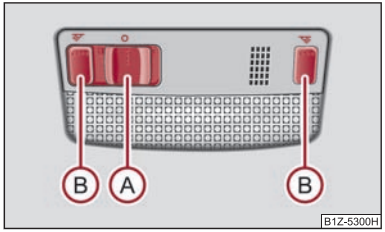

Fig. 39 Eclairage intérieur avec spots de lecture
– Le symbole ⇒ fig. 39 apparaît quand on pousse le contacteur (A) en direction de l'encadrement de la lampe.